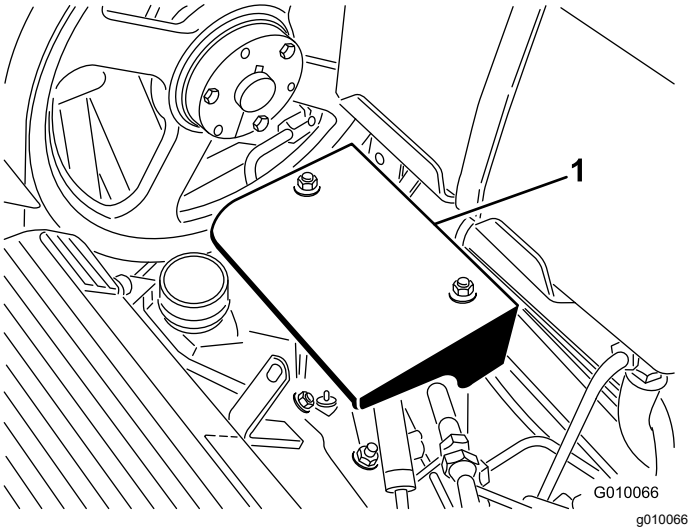

**Figure 58**
3. Remove the 2 pump shield mounting nuts and remove the shield (Figure 58).